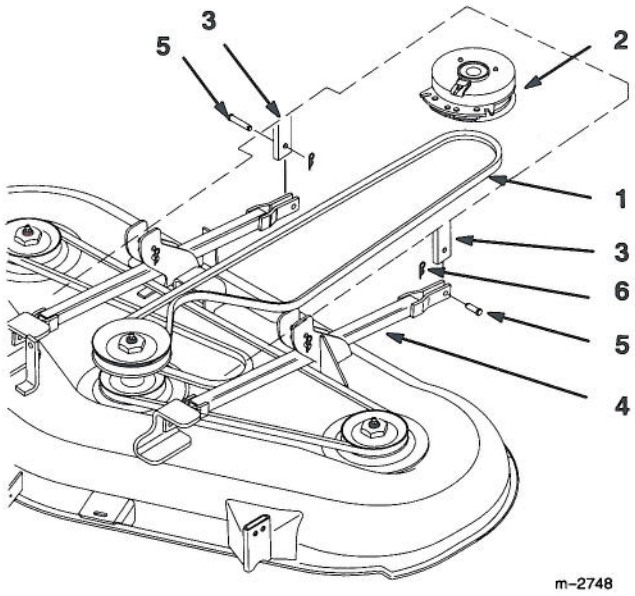

Figure 5
1. Remove (2) wing nuts and washers on footrest panel and remove panel from frame.
3. Route mower drive belt around the clutch drive pulley (Fig. 5).
4. Slide mower forward and secure stabilizer bars to holes in traction unit frame mounts with (2) 3/8"–1-1/4" (32 mm) clevis pins and (2) hairpin cotters (Fig. 5).